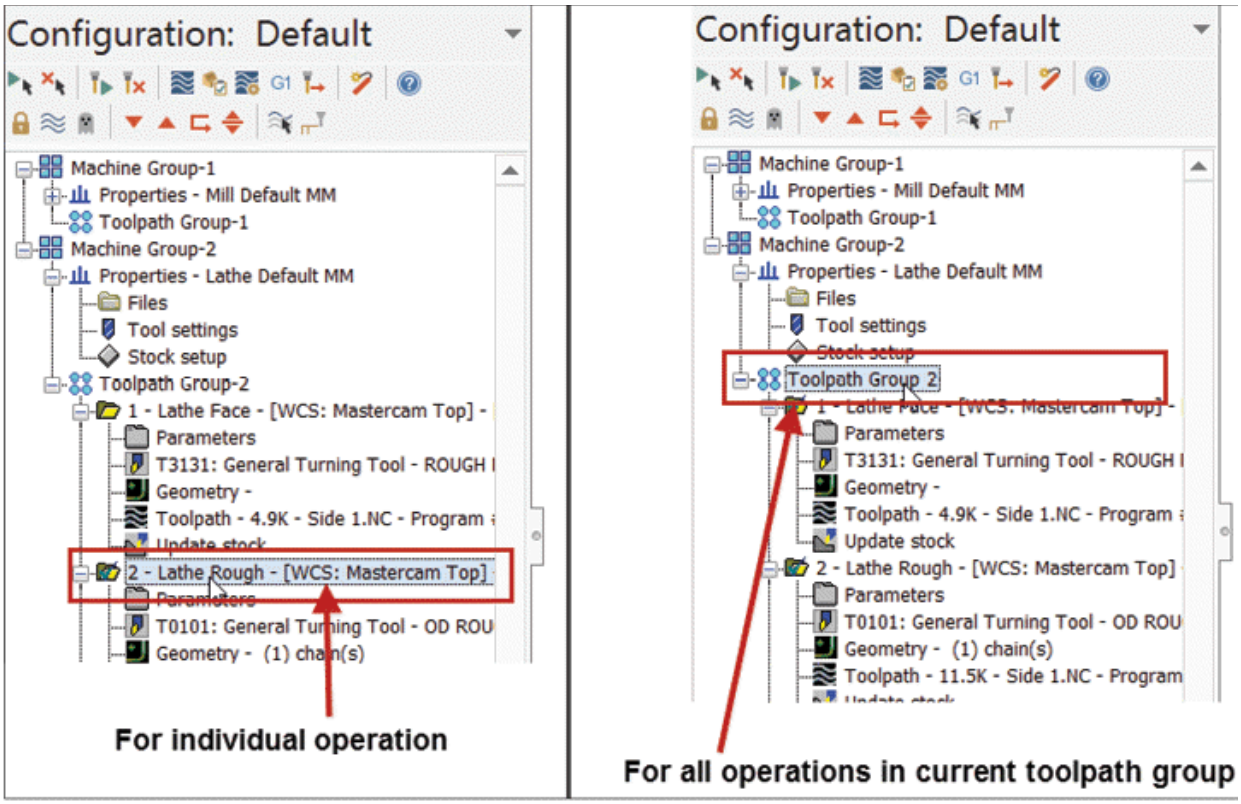

Figure-127. Operation to be selected
- Select the specific operation like **Lathe Rough** from the **Mastercam Toolpath Manager** if you want to generate G codes for any specific operation; refer to Figure-127. If you want to generate G codes for all the operations in current toolpath group then select the group from the **Mastercam Toolpath Manager**.